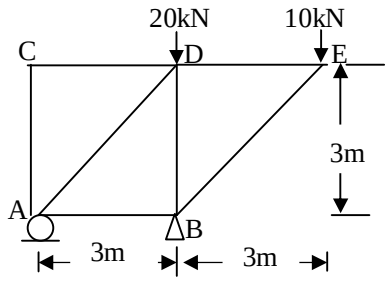

Fig.2
Q.5 **(a)** Determine internal forces in all members of a truss shown in fig.2 **07**